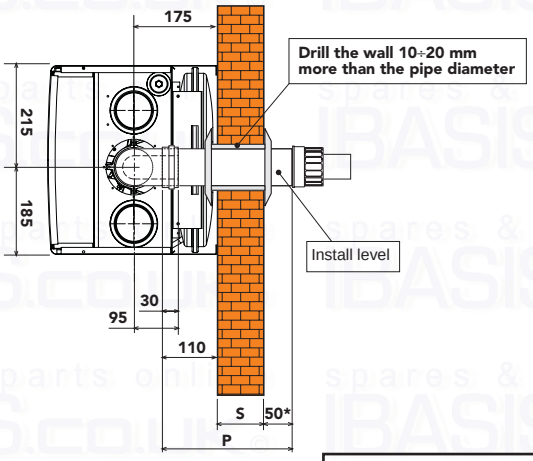

fig. 10a
4. If necessary, cut the terminal length to size, ensuring that the external pipe protrudes from the wall by between 10 and 60 mm (fig. 10a and 10b). Remove the cutting burrs.